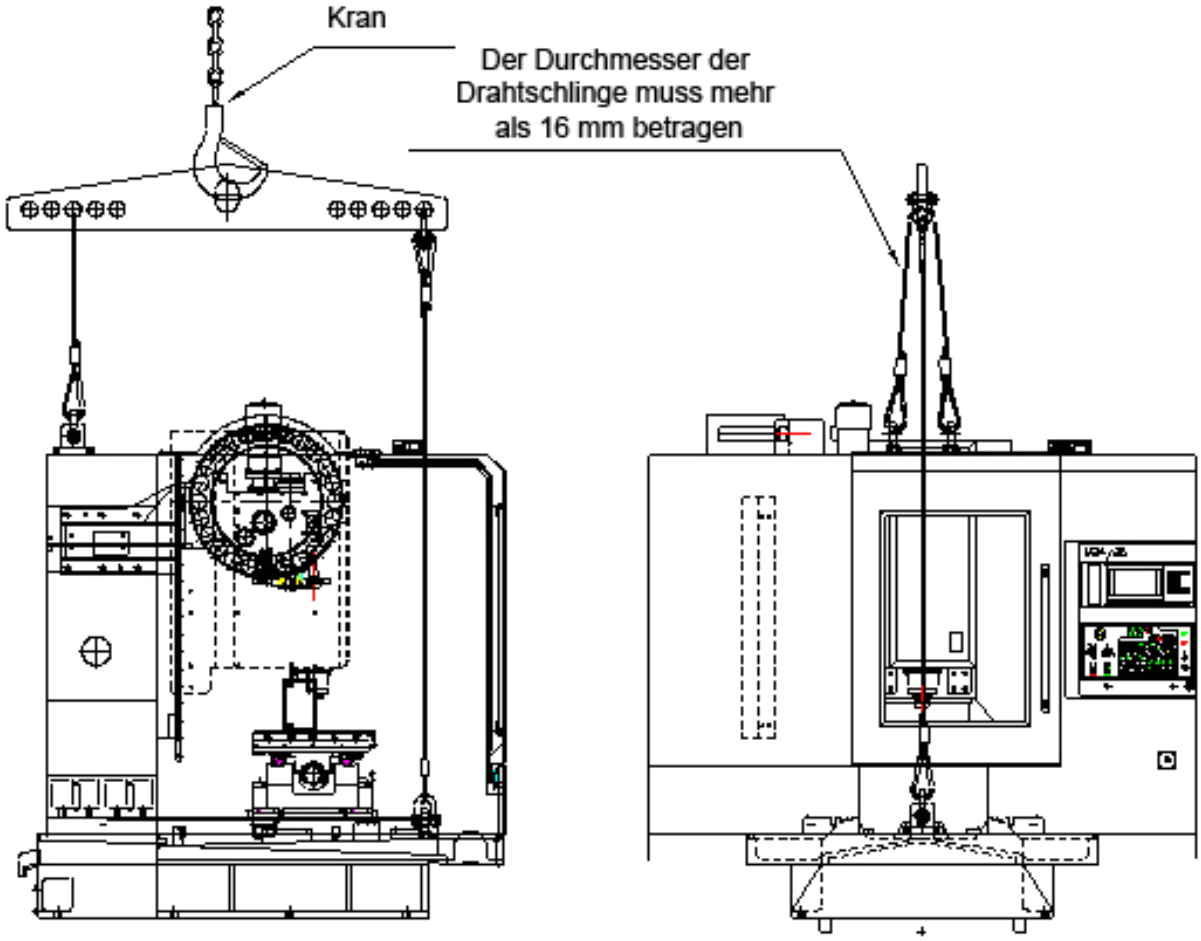

Abb. 3.1.1, Maschinenaufhängung
D. Vor dem Aufhängen der Maschine, die obere Abdeckung des Maschinen-Ständers, wie in Abb. 3.1.1 gezeigt, abnehmen, um Beschädigungen an der Maschine zu verhindern.